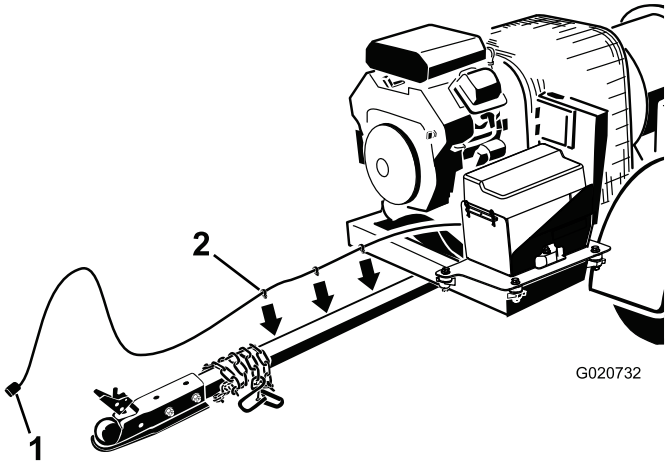

Rysunek 7
3. Poprowadź wiązkę przewodów wzdłuż rury zaczepu po jej prawej stronie (Rysunek 7).
4. Aby zamocować wiązkę przewodów, przełóż spinki wiązki przewodów przez otwory z boku rury zaczepu (Rysunek 7).